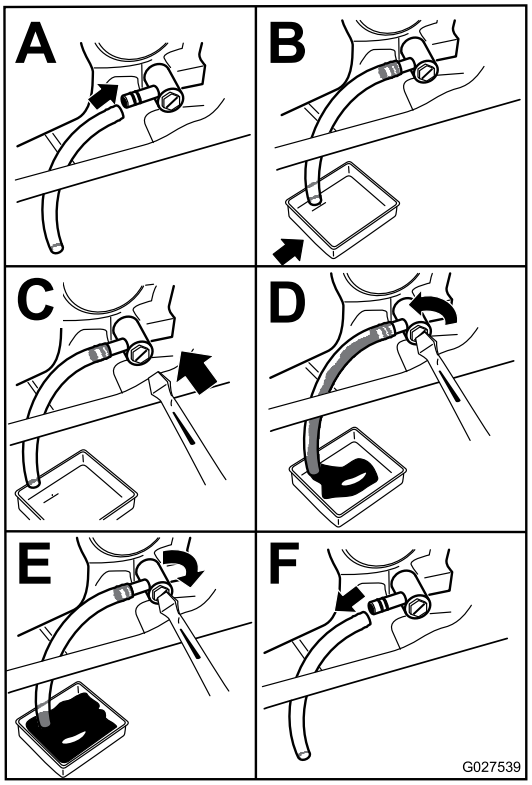

Figur 40
3. Stanna motorn, ta ur nyckeln och vänta tills alla rörliga delar har stannat innan du stiger ur förarsätet (Figur 40).